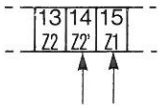

Bild 7
- **Anschlußmöglichkeit einer zeitabhängigen Regelung** Brücke Z2/Z2' entfernen! (Bild 7)